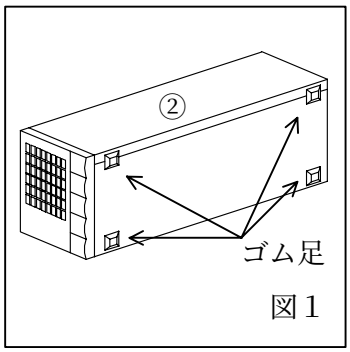

図１
２．ＢＵ②の底面に付属のゴム足を４ヶ所貼り付けます。(図１)